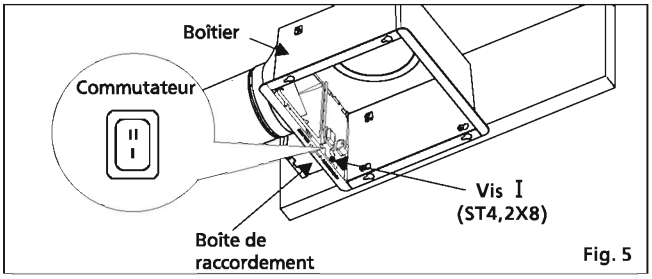

Fig. 5
10. Fixez la boîte de raccordement à la partie supérieure du boîtier du ventilateur avec une vis I (ST4,2X8). (Voir Fig. 5)
11. Sélectionnez la vitesse du volume d'air en réglant l'interrupteur. Le réglage d'usine est la position (Standard) "I"; la position "II" (Boost) est la position élevée du flux d'air. (Voir Fig. 5)